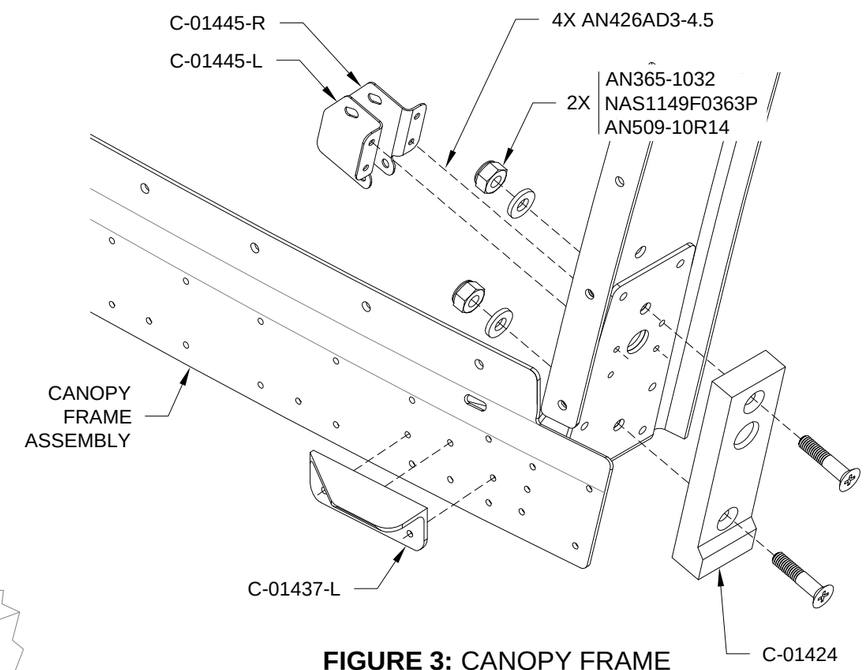

FIGURE 3: CANOPY FRAME ASSEMBLY DETAILS, AFT
Step 3: Rivet the C-01445-L & -R Switch Brackets to the Canopy Frame Assembly as shown in Figure 3.
Step 4: Install the C-01424 Canopy Pin Blocks as shown in Figure 3.
Step 5: Cleco the C-01437-L & -R Canopy Handles to the Forward Canopy Frame Assembly as shown in Figure 3.